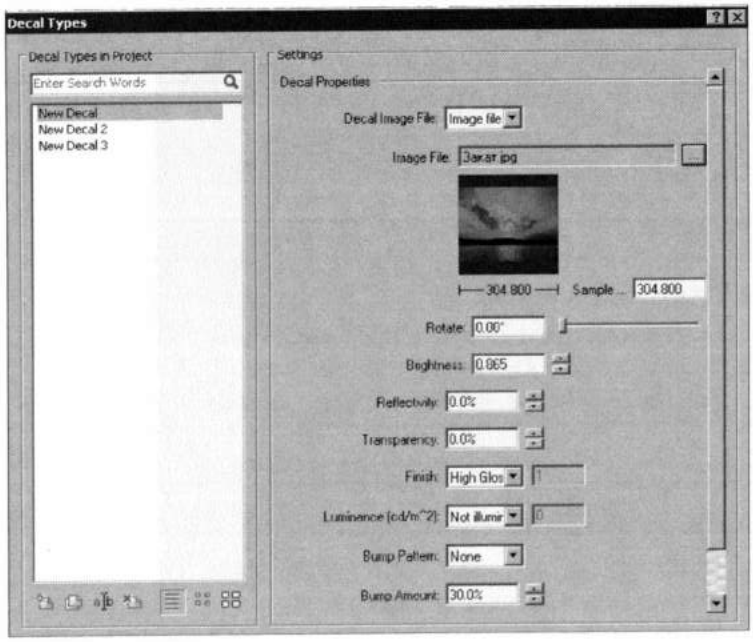

Рис. 24.16. *Создание типов наклеек*
1. На ленте **Insert** (Вставка) в разделе **Link** (Связь) выбрать команду **Decal > Decal Types** (Наклейка > Типы наклеек), открыть бокс **Decal Types** (рис. 24.16).